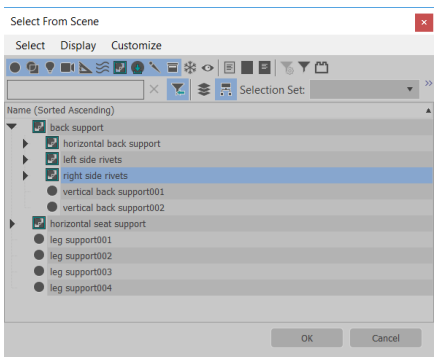

Figure 2-91 *The right side rivets group selected in the* ***Select From Scene*** *dialog box*
4. In the **Select From Scene** dialog box, select *right side rivets* and choose the **OK** button, refer to Figure 2-91.